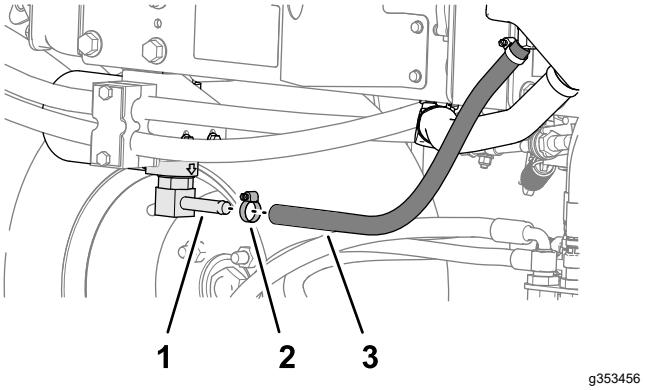
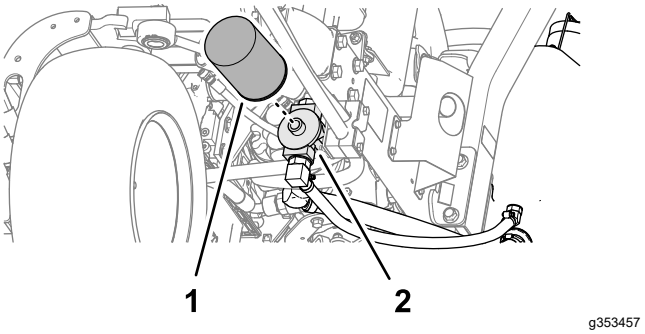

Figur 89
Figur 90
2. Frakobl hydraulikslangen (Figur 89), eller fjern hydraulikfilteret (Figur 90), og lad hydraulikvæsken løbe ned i en dræningsbakke.